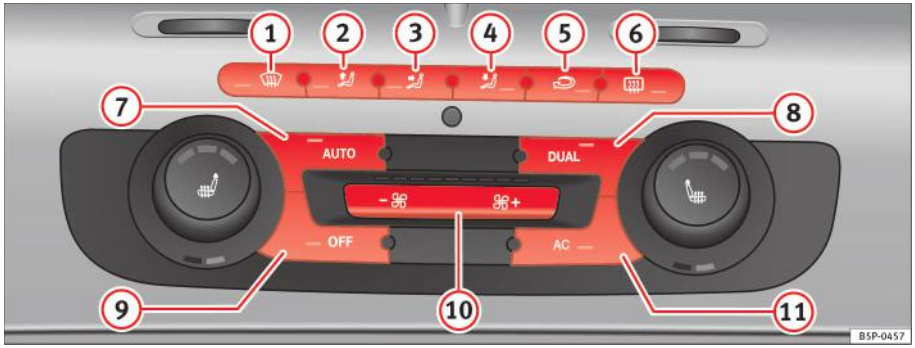

Fig. 112 Pe planşa de bord: Comenzile sistemului 2C Climatronic.
– Pentru activarea modului manual, apăsați unul din butoanele ⇒ fig. 112 (1) - (5) sau apăsați butonul pentru controlul fluxului de aer (10). Funcția selectată este prezentată pe afişajul radioului sau al sistemului de navigație.
– Apăsați butonul ⇒ pagina 162, fig. 112 (2) pentru activarea sau dezactivarea recirculării aerului. Aceasta este activată dacă sunt afişate următoarele simboluri .